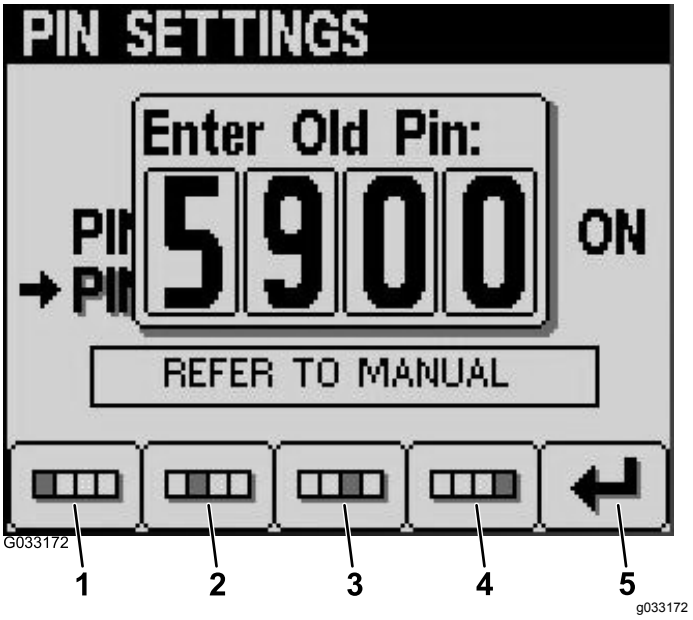

Figur 24
6. Angi den gamle PIN-koden ved hjelp av knappene 1 til 4 og trykk på knapp 5 når du har fullført PIN-koden (Figur 24).